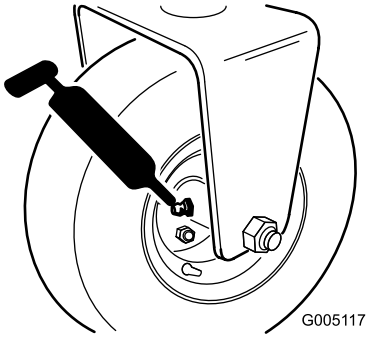

Figur 35
- Bakre rullnav eller, om utrustad med en sats för trehulsdrift, bakhjulets rullkopplingar och yttre kullager (1) (Figur 35)